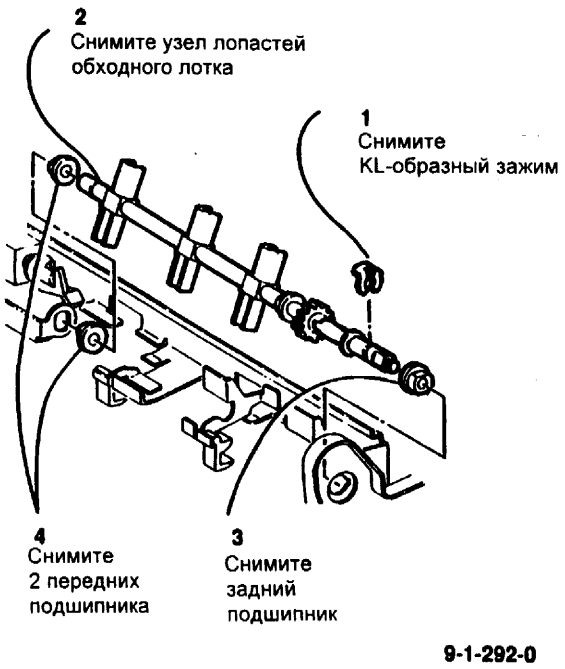

Рис. 5 Снятие узла лопастей обходного лотка
8. (Рис. 5) Снимите узел лопастей обходного лотка.